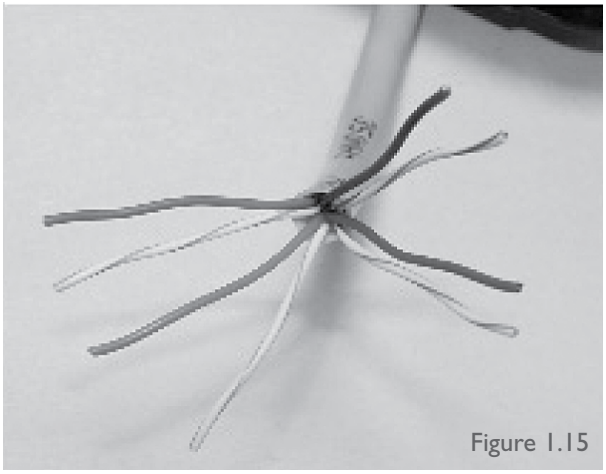

Figure 1.15
e) Untwist all four pairs and straighten/smooth out the kinks (as shown in Figure 1.15).